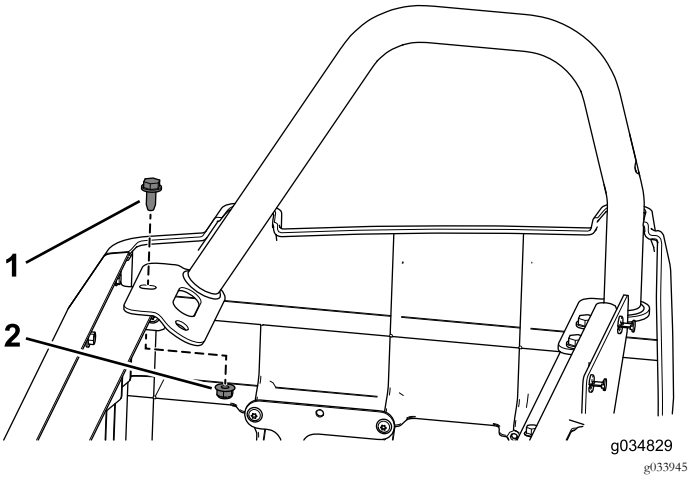

Figura 89
11. Utilice el perno con arandela prensada (3/16" x ¾") y la tuerca con arandela prensada que retiró anteriormente para sujetar la barra de seguridad trasera derecha a la base del asiento (Figura 89).